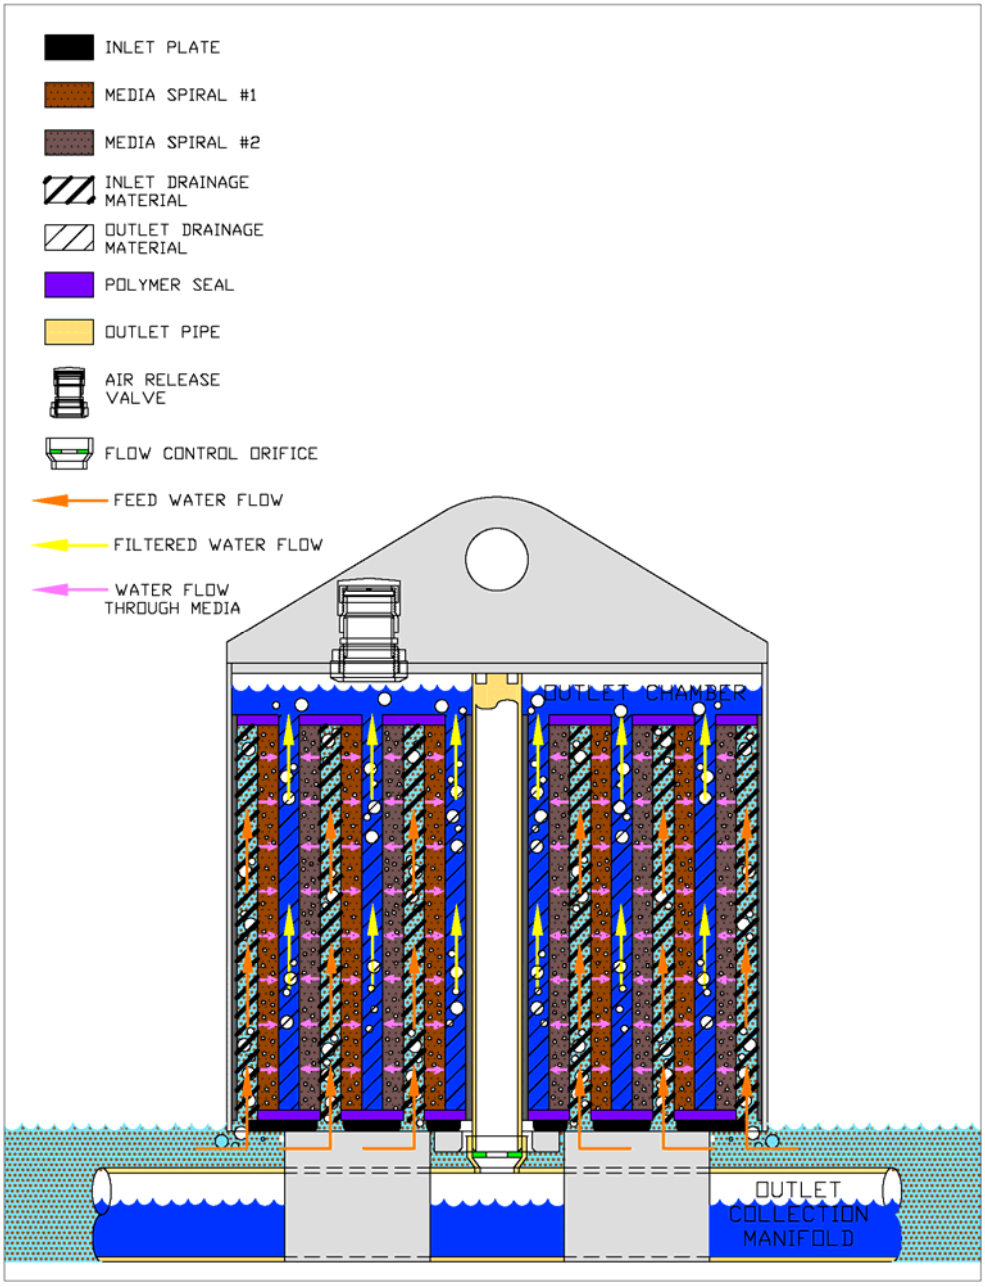
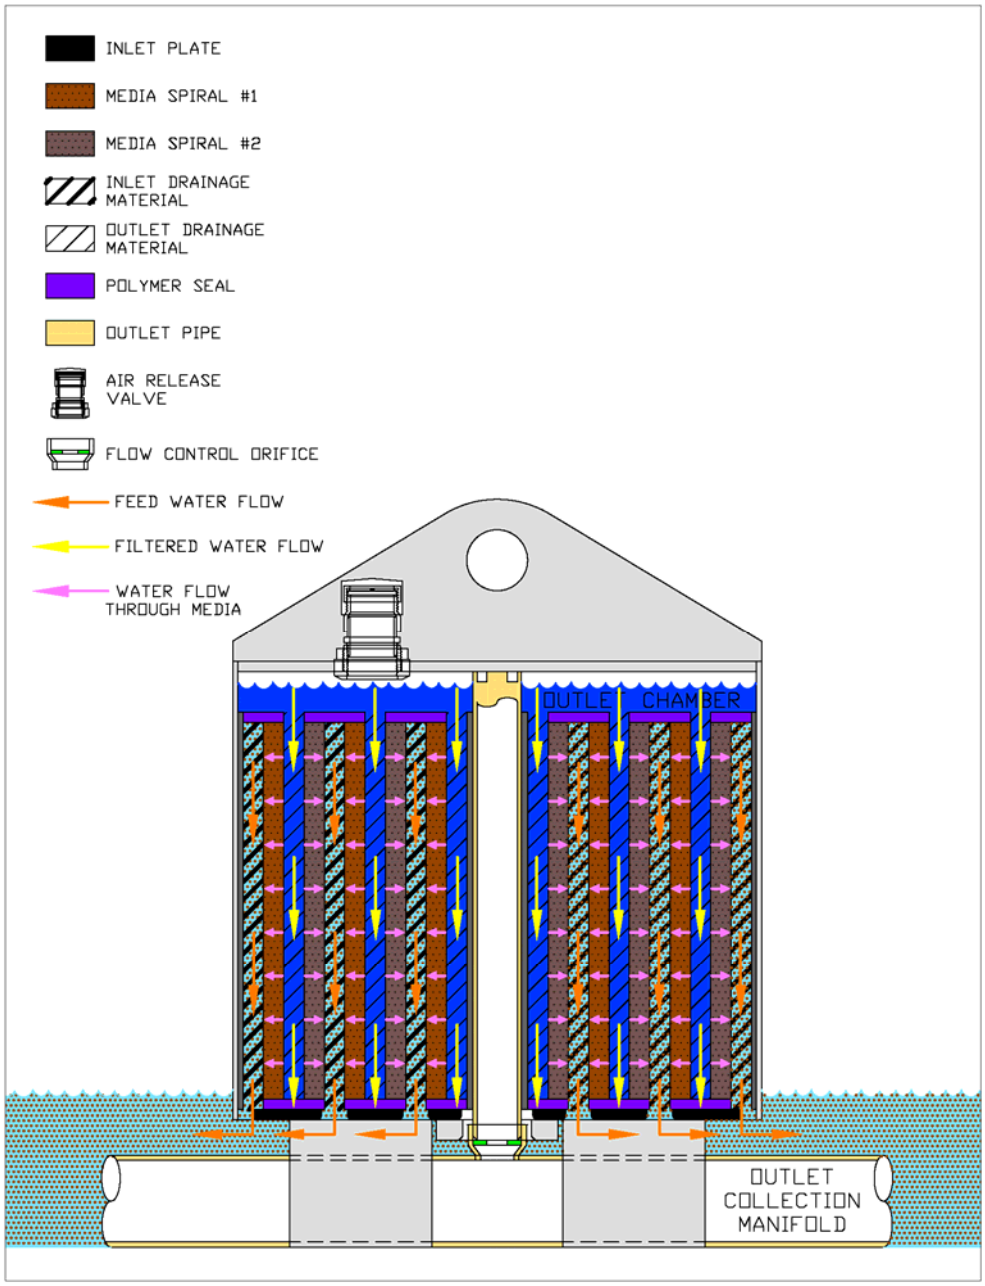

Figure A-4: Siphon Break
Figure A-5: Backwash
D. When air enters the filter, the siphon breaks (Figure A-4), and a gravity-driven backwash occurs with all of the water flowing from the outlet chamber backwards through the filter media (Figure A-5). This backwash has the effect of dislodging particles captured in the filtration layers and re-establishing porosity. Dislodged particles are transported back in to the filter vault and accumulate on the filter vault floor.